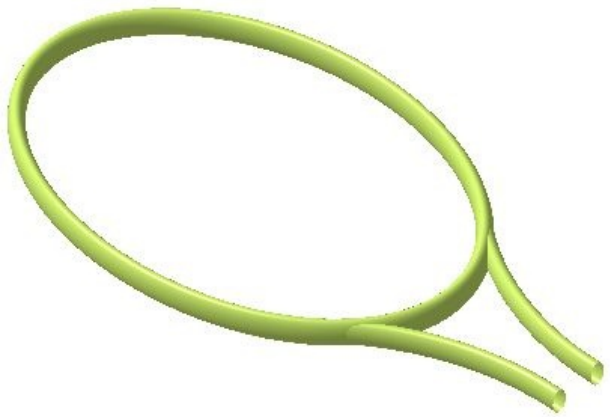

Figure 10-77 *The model after creating the symmetry feature*
e. Create the symmetry feature of the second swept surface, refer to Figure 10-77.
7. Choose the **OK** button from the **Symmetry Definition** dialog box to complete the symmetric feature. Figure 10-77 shows the model after creating the symmetry feature.